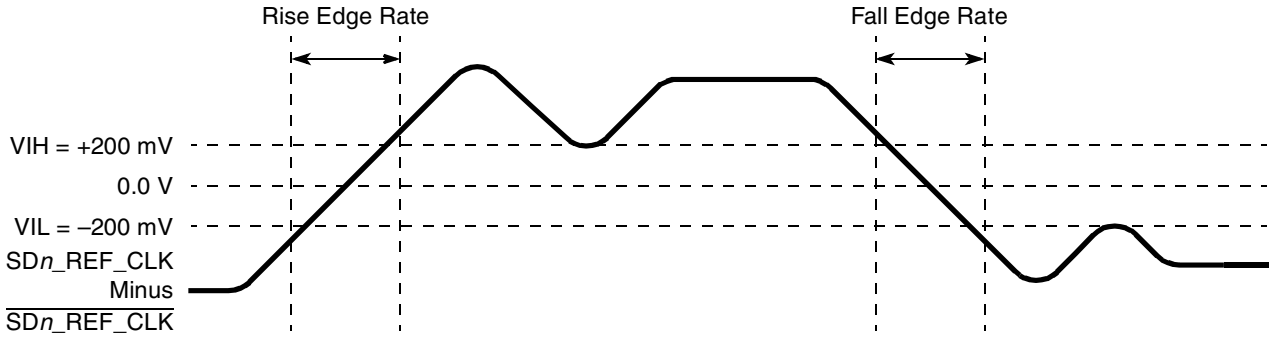

Figure 57. Differential Measurement Points for Rise and Fall Time
The differential waveform is constructed by subtracting the inverting signal ($\overline{\text{SD}n_\text{TX}}$, for example) from the non-inverting signal (SD*n*_TX, for example) within a differential pair. There is only one signal trace curve in a differential waveform. The voltage represented in the differential waveform is not referenced to ground. Refer to Figure 57 as an example for differential waveform.
3. Measured from –200 mV to +200 mV on the differential waveform (derived from SD*n*_REF_CLK minus $\overline{\text{SD}n\text{_REF_CLK}}$). The signal must be monotonic through the measurement region for rise and fall time. The 400 mV measurement window is centered on the differential zero crossing. See Figure 57.